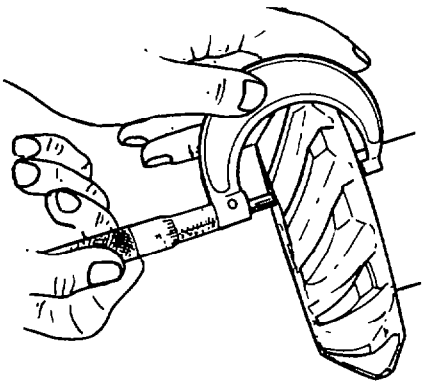

Fig. 303 — Measuring Bevel Pinion Gear
a. Note and record the dimension etched on the back of the bevel pinion gear and measure the thickness of the pinion head as shown in fig. 303.